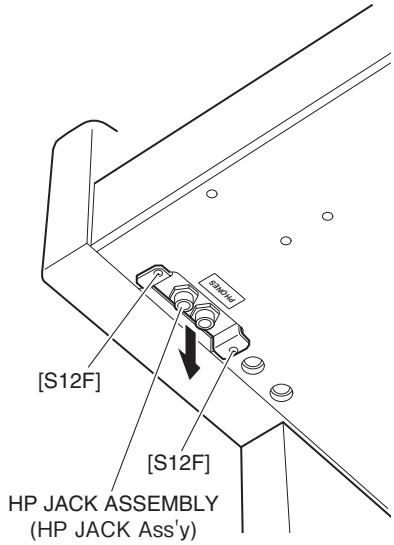

Fig. 9（図9）
14-1 Remove the two (2) screws marked [S12F] from the bottom of the main unit. The HP JACK assembly can then be removed. (Fig. 9)
14-1 メインユニット下面から [S12F] のネジ 2 本を外して、HP JACK Ass'y を外します。(図 9)